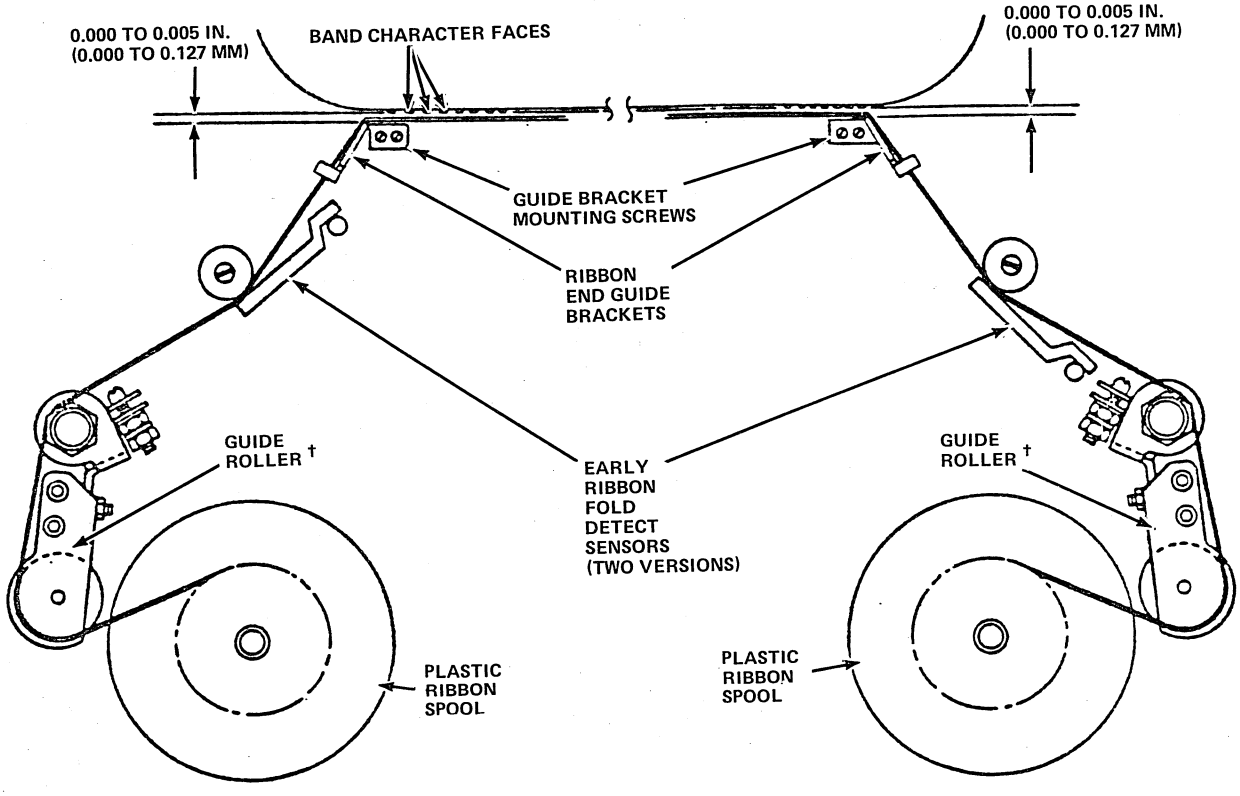

Figure 18-6. Ribbon System With Guide Rollers
1. Place one ribbon spool on the latch end ribbon drive post (figure 18-6) so that the ribbon feeds off the inside edge of the spool. The ribbon spool may need to be rotated up to one-half turn before it engages the drive post.